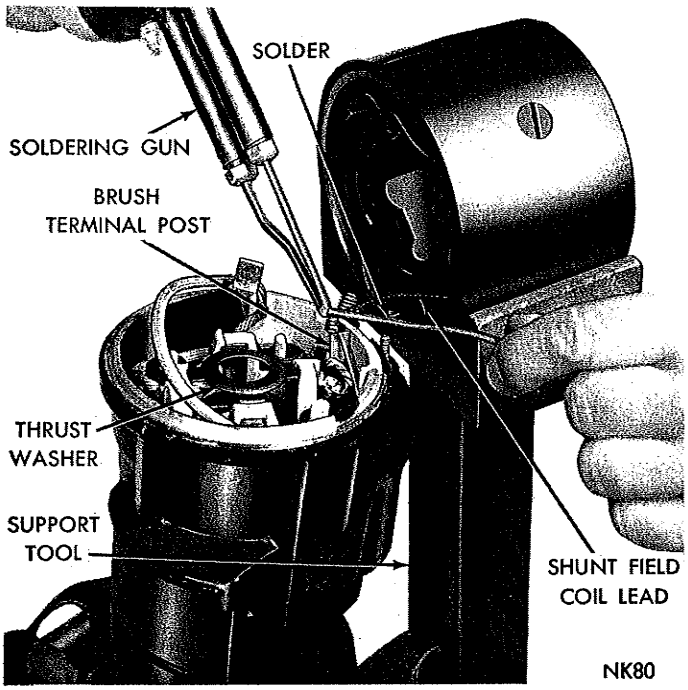

***Fig. 24—Soldering Shunt Coil Lead Wire***
(18) On starters so equipped, solder shunt coil lead wire to starter brush terminal (Fig. 24).